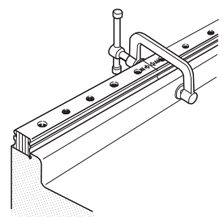

Fig. 43 Fixing of butt-jointing track rails
❶ Joint the track rails end-to-end in accordance with the match marks, and temporarily fix the rails onto the bed. The butt-jointing interchangeable track rail of interchangeable specification does not require matching butt-jointing rail ends, because the rail is prepared for free combination.
❷Fit the reference mounting surfaces of the track rails onto the reference mounting surface of the bed, then fix all track rails one by one. While performing this procedure, tightly press the reference mounting surface of each track rail with a small vise, etc. against the reference mounting surface of the bed at the butt-jointing position so that the track rails at the butt-jointing position are connected without a step. (See Fig. 43.)